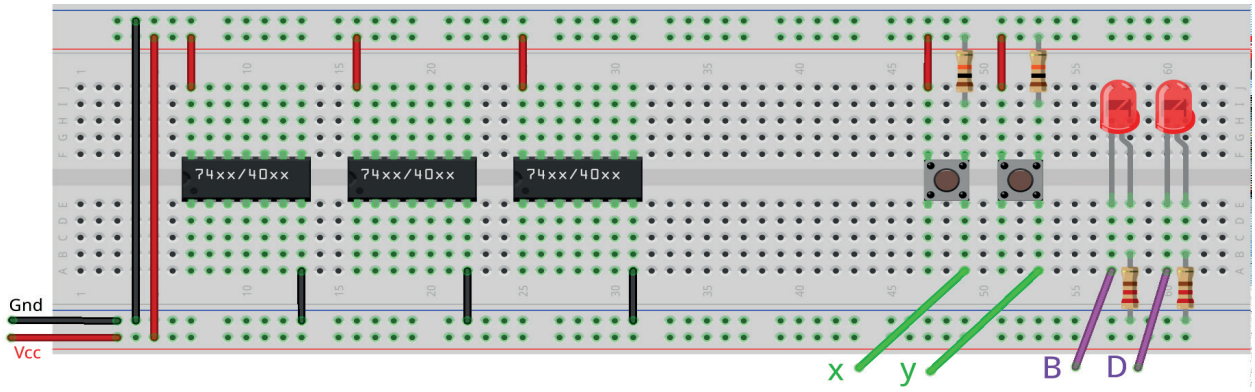

Figura 6.23 – Disposição dos componentes na placa de montagem.
2. Monte o circuito na placa de montagem, conforme figura 6.23.